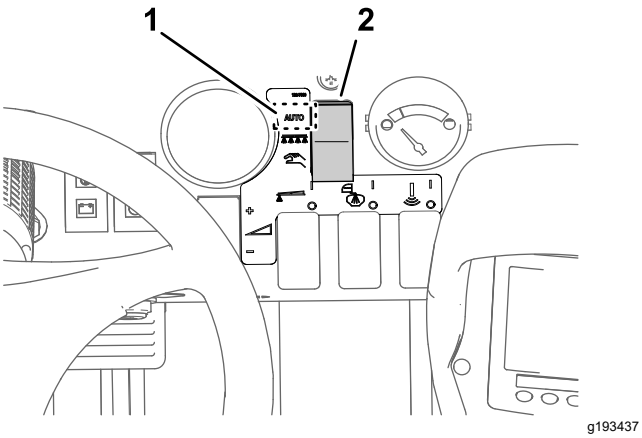

Figura 38
3. Mueva el interruptor del modo de fumigación al Modo de caudal de aplicación (Figura 38).